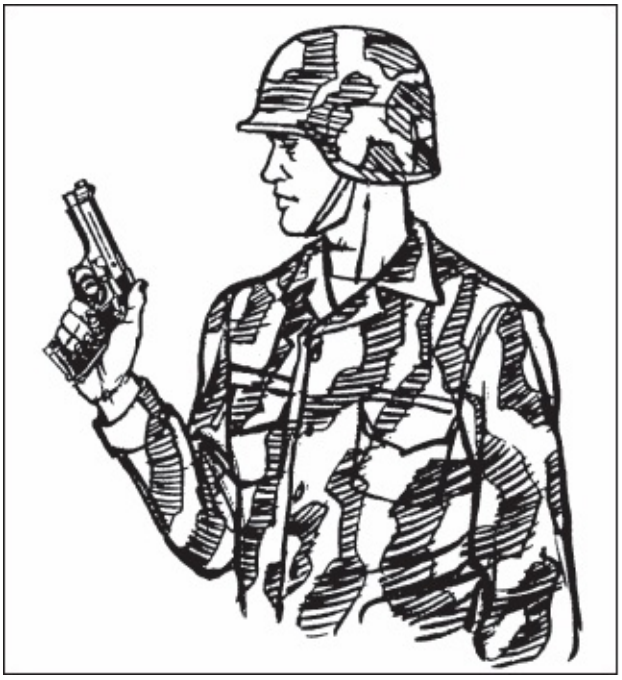

Figure 2-8. Pistol-ready position.
a. **Pistol-Ready Position**. In the pistol-ready position, hold the weapon in the one-hand grip. Hold the upper arm close to the body and the forearm at about a 45-degree angle. Point the weapon toward target center as you move forward (Figure 2-8).